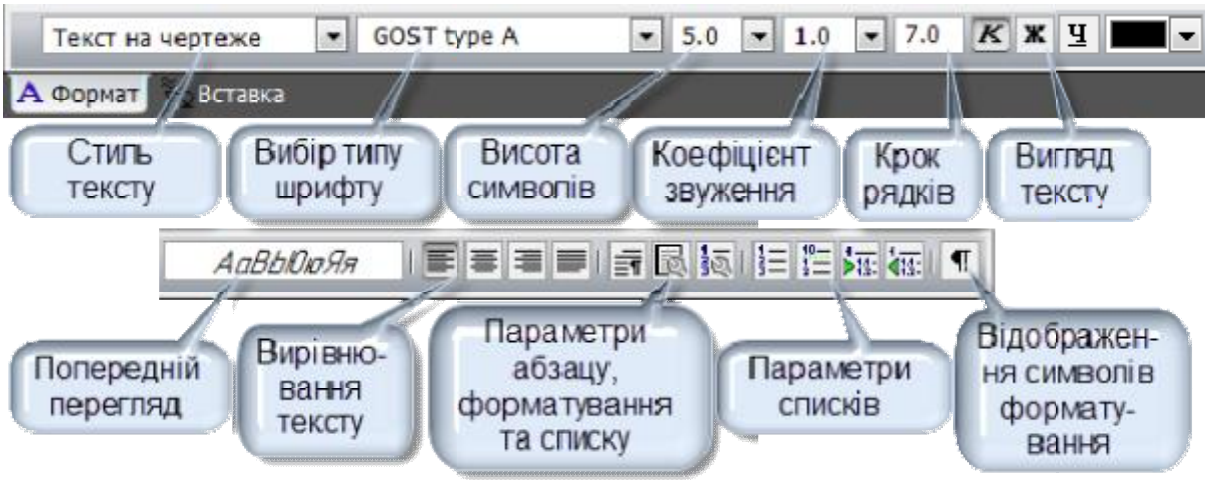

Рисунок 8.3– Владка *Формат* в режимі введення тексту.
9) Після вказування точки прив'язки тексту, з'явиться панель параметрів, яка включає вкладку *Формат* (рис. 8.3) для вказування різних параметрів форматування тексту.
15) Після вказування точки прив'язки тексту, з'явиться панель параметрів, яка включає вкладку *Формат* (рис. 8.3) для вказування різних параметрів форматування тексту.